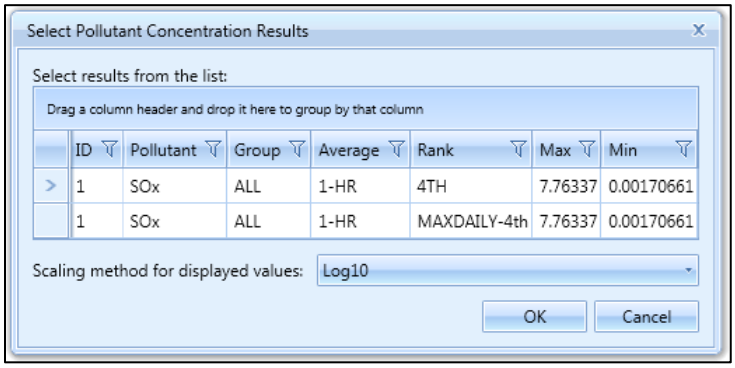

Figure 5-29 Select Pollutant Concentration Results Dialog
3. The *Select Pollutant Concentration Results* dialog (Figure 5-29) is displayed.